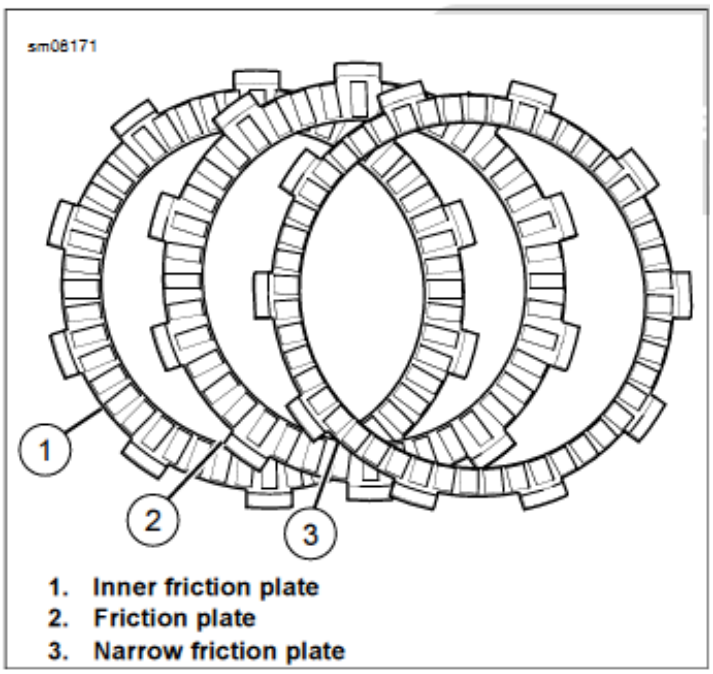

Figure 5-13. Friction Plates
a. Remove clutch nut (3)
b. Remove cup washer (4)
c. Remove clutch (5)
d. Remove thrust washer (6)
9. Remove clutch plates from basket, note order and direction. Inner most friction plate has more oil grooves than the other plates. Outer most friction plate is narrower to accommodate the damper spring and seat. Figure 5-11, Figure 5-12, Figure 5-13